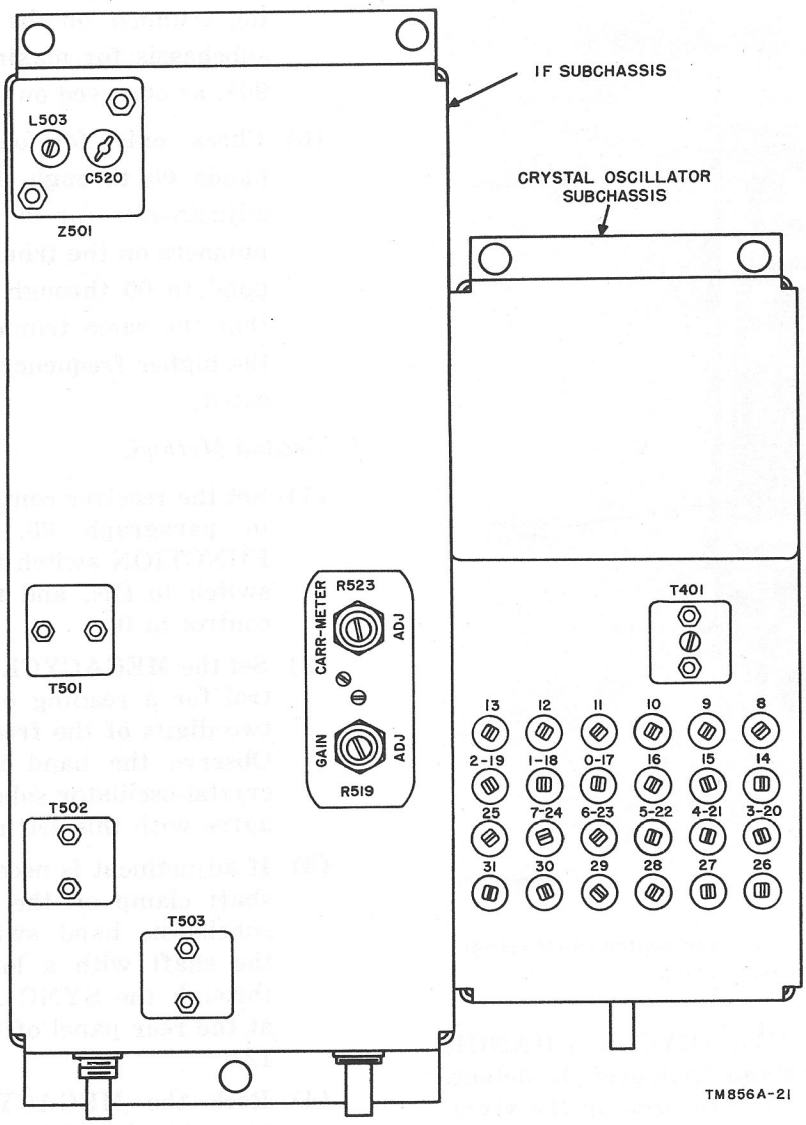

Figure 90. Crystal-oscillator and if subchassis alignment points.
140. Crystal-oscillator Switch Alignment (fig. 90)
(5) Set the MEGACYCLE CHANGE control to each of the bands from 08 to 31 (first two digits of the frequency indicator) and adjust the corresponding trimmer on the crystal-oscillator subchassis for maximum output (fig. 90), as observed on the vtvm.
(6) Check only for output voltage on bands 00 through 07. There are no adjustments for 00 through 07. The numbers on the trimmers that correspond to 00 through 07 only indicate that the same trimmers are used on the higher frequency bands thus indicated.
(5) Set the MEGACYCLE CHANGE control to each of the bands from 08 to 31 (first two digits of the frequency indicator) and adjust the corresponding trimmer on the crystal-oscillator subchassis (fig. 90) for maximum output, as indicated on the CARRIER LEVEL meter.
(6) Check only for output on bands 00 through 07. There are no adjustments for these bands (*a*(6) above).